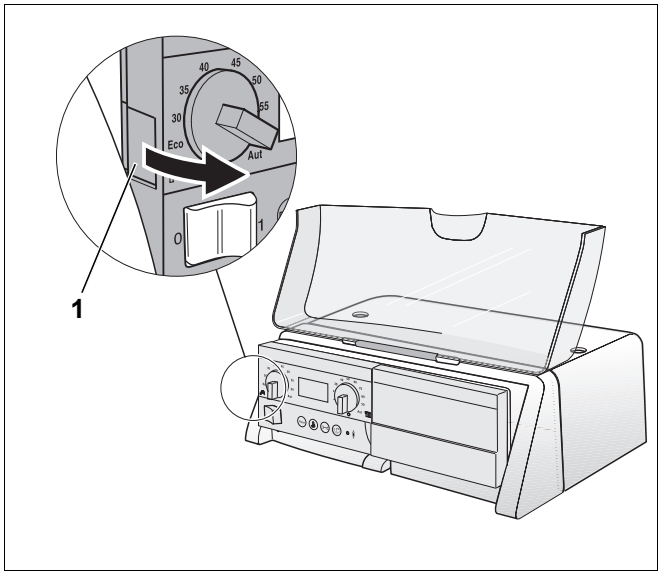

Rys. 2 Demontaż modułu podstawowego
- Wcisnąć zaczep na module podstawowym (rys. 2, **poz. 1**).